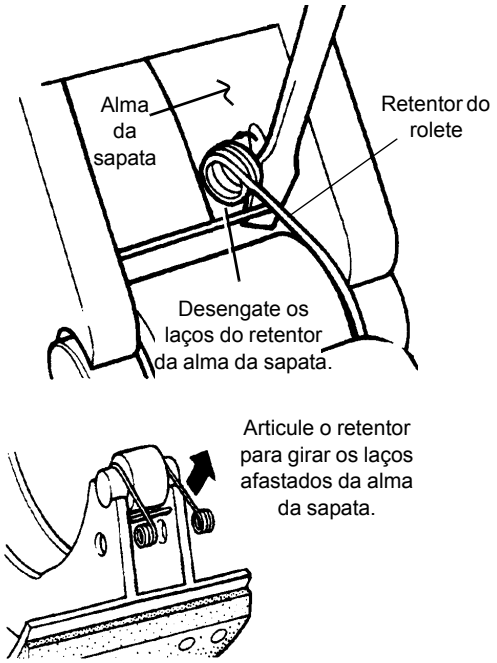

FIGURA 8-16
8. Force os laços do retentor de rolete para fora dos furos da alma da sapata (consulte a Figura 8-16). Articule o retentor do rolete para girar os laços afastados das almas da sapata.